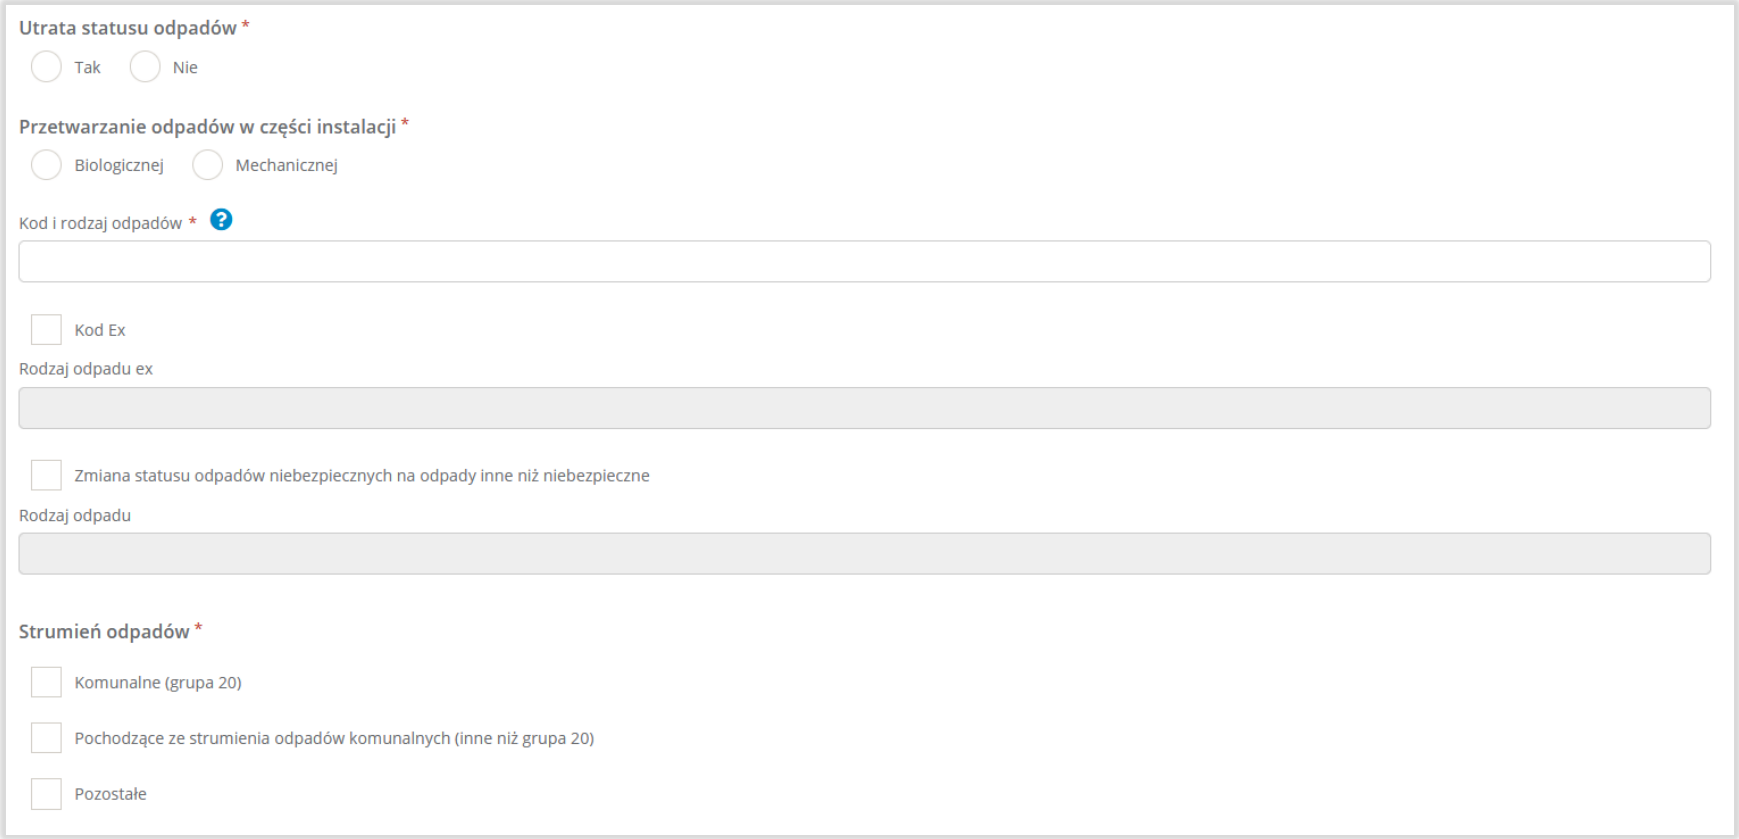

Rysunek 14 Formularz dodania informacji o gospodarce odpadami w instalacji lub urządzeniu – kod i rodzaj odpadu oraz strumień odpadów
- strumień odpadów, **[RYSUNEK 14]**